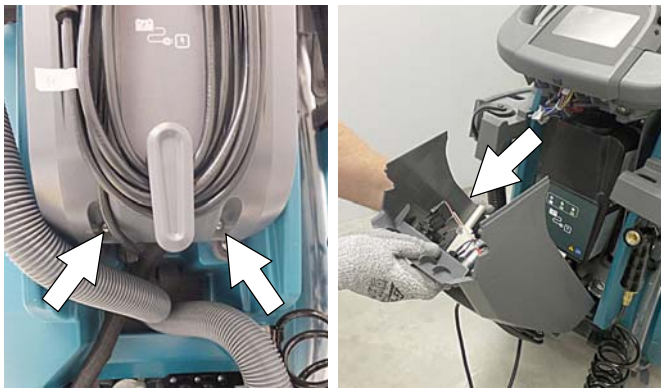

図 122
3. T25 のスタードライバーを使用してコントロールコンソールの底面にある2つのネジを取り外し、バッテリー充電器に手が届くようにします（図122）。